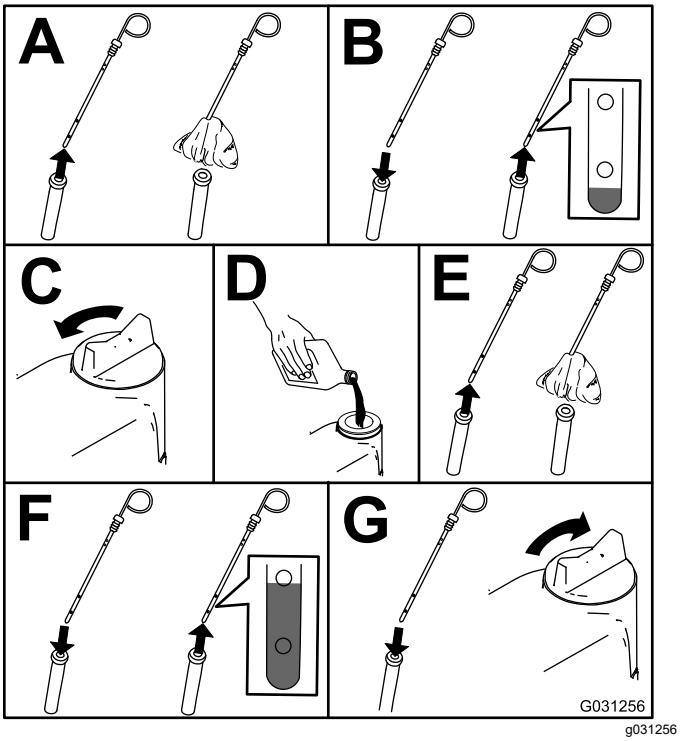

Figuur 49
2. Controleer het oliepeil in de motor; zie Figuur 49.